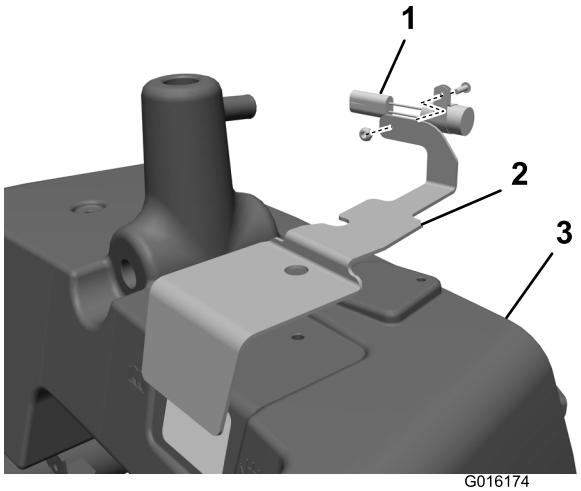

Figuur 3
12. Monteer het vertragingsrelais op het oliepeildeksel (alleen dieselmodellen) (Figuur 3).
13. Plaats het oliepeildeksel, maar zet het nog niet vast op de hydraulische hoofdtank (Figuur 3).
2. Beschermbeugel (2)
3. Zeskantbouten (2)
19. Monteer het oliepeildeksel en de solenoïdeklep op de hydraulische hoofdtank met twee zeskantbouten en de beschermbeugel (Figuur 3).